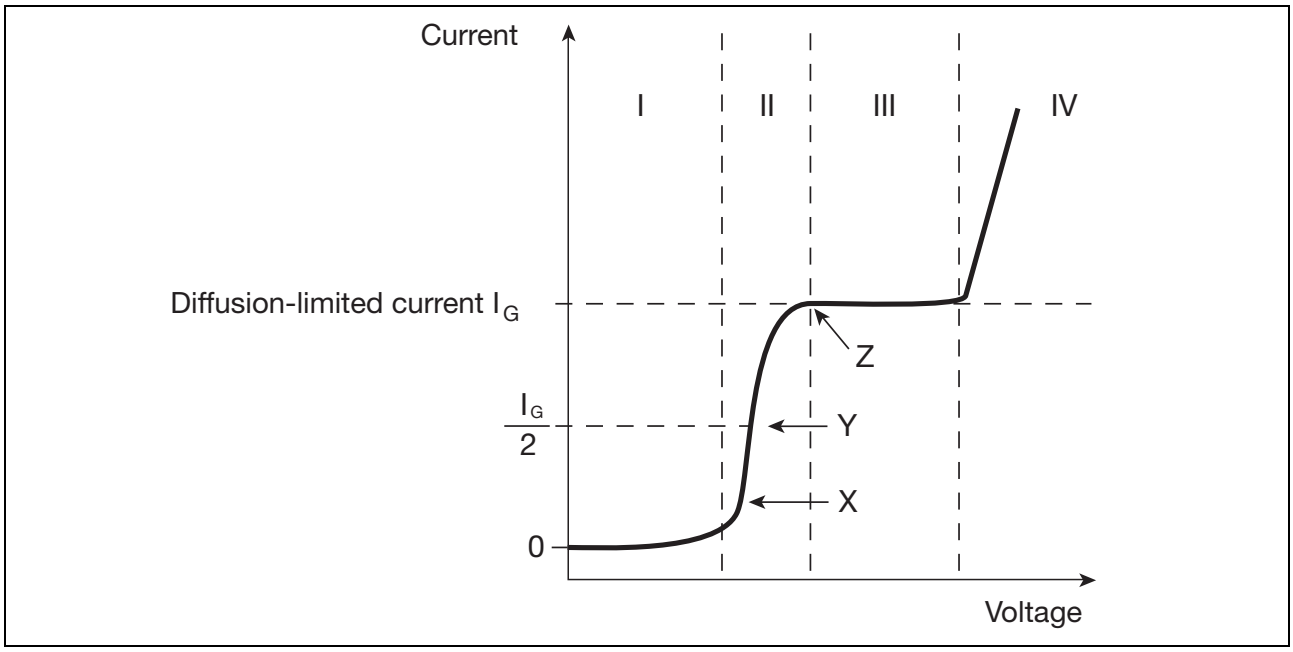
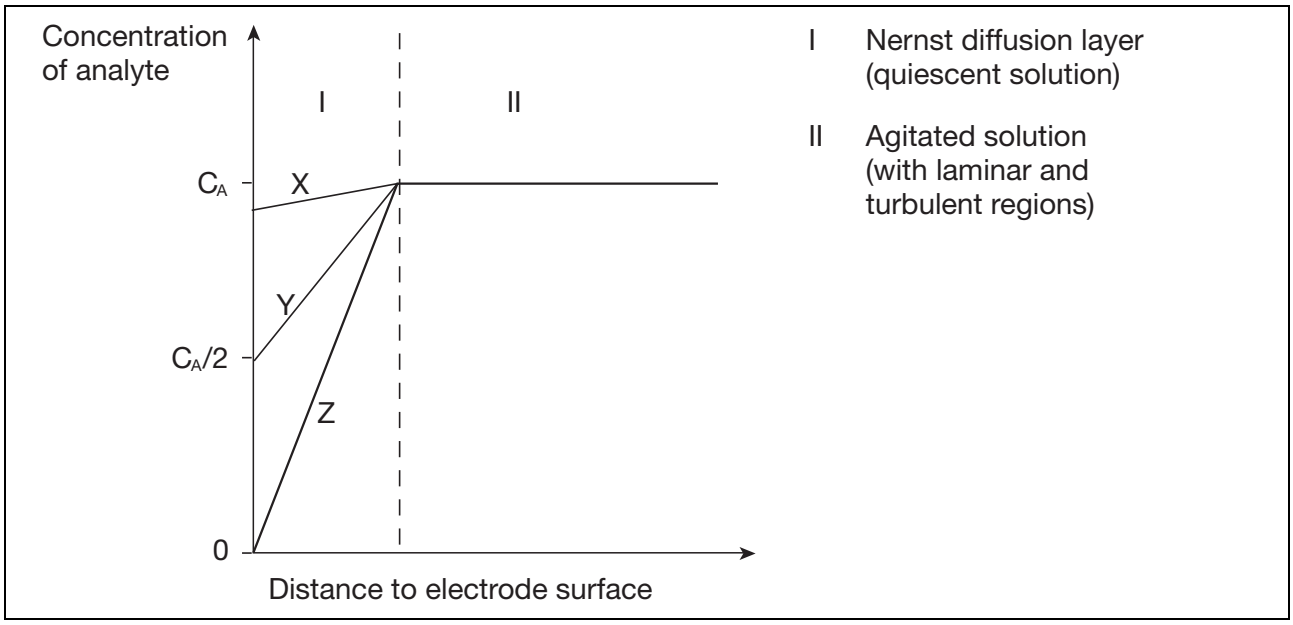

Fig. 4: Schematic representation of the flow as a function of the applied voltage in an amperometric measuring cell
Fig. 5: Concentration profile of substance A at the electrode/solution boundary (agitated solution)
A 2-electrode system consists of the measuring electrode (ME) and the counter-electrode (CE). A specific voltage (the polarization voltage) is applied between the ME and CE. In an ideal situation, only the substance being analyzed (i.e. the disinfectant) will respond at this voltage. The following Fig. 4 shows four distinct regions:
The voltage corresponding to Y (Fig. 4 and 5) is also known as the “half-wave potential” of the substance being analyzed. This potential has a characteristic value for the particular substance.
If you look at the profile of the concentration of a substance A in the boundary layer between the electrode and the solution, as a function of the distance to the electrode surface, then the following picture will be obtained in an agitated solution (Fig. 5):
The branches X, Y and Z of the curve in Fig. 5 correspond to the points X, Y and Z in Fig. 4.
influences the number of molecules of the substance that react at the surface of the electrode. At voltages in region III (Fig. 4, Voltage ≥ Z) revery molecule reacts instantaneously when it reaches the surface of the cathode. So the concentration of substance A is zero on the surface of the cathode. The result is a gradient of concentration of the substance being analyzed (A) throughout a thin boundary layer (the Nernst diffusion layer) between the measuring/working electrode (ME) and the electrolyte. The substance involved must penetrate this boundary layer. The transport process for the substance through the Nernst diffusion layer to the cathode surface is the slowest part of the overall reaction, and therefore the factor that determines the overall speed. The speed of the reaction at the cathode is thus determined by the refreshing of the oxidizing agent at the surface of the cathode (polarization of concentration). This limits the flow of current between the anode and cathode (diffusion-limited current).
The current that flows in region III (Fig. 4) (diffusion-limited current) is proportional to the concentration of the substance being analyzed in the measured solution. The measurement variable is the voltage drop produced by the current across a resistance. The magnitude of the output signal can be varied by altering the value of the resistance. The output signal is measured by a high-impedan-
ce voltmeter or pH-meter. After applying the polarization potential (region III, Fig. 4). It is necessary to wait a certain time until equilibrium has been achieved between the electrode and the surrounding solution with regard to the refreshing of the substance being analyzed at the cathode. This time, known as the polarization time, can be several minutes, or even hours, when the sensor is immersed in the medium for the first time.